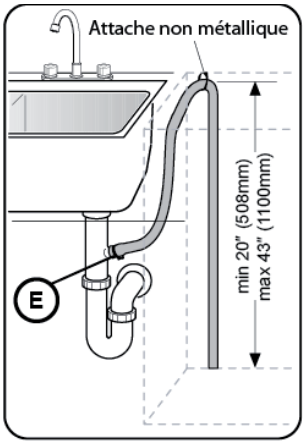

Figure 10
1. Directement sur le raccordement de vidange de lave-vaisselle sous l'évier, comme l'indique la **Figure 10**.